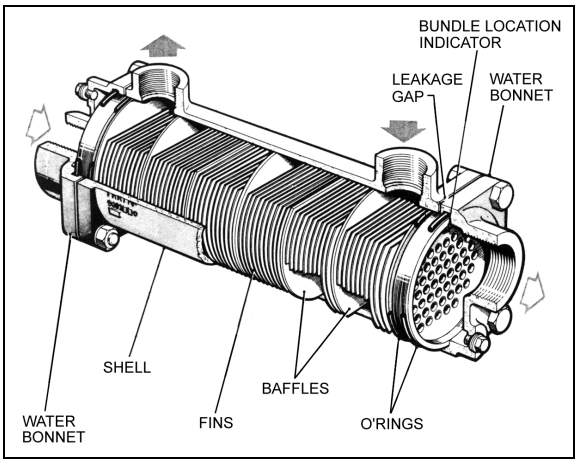

FIGURE 10: OIL COOLER SECTION VIEW 07054
21. Adjust the retarder pressure to 80 ± 3 psi with the air pressure regulator. For more information refer to Section 12, *"BRAKE AND AIR SYSTEM"*, under heading *"AIR PRESSURE REGULATOR".* The air pressure regulator is located at back of engine compartment, on R.H. side (Fig. 10).